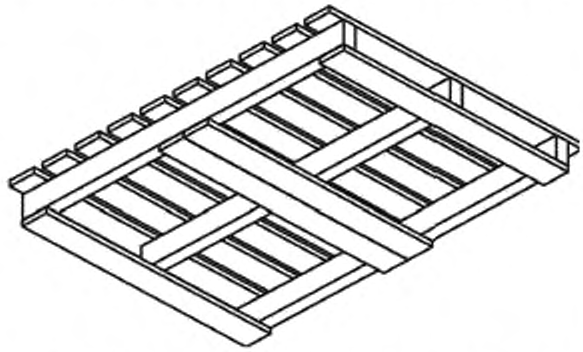

Рисунок 17 — Поддон с выступающим верхним настилом
3.18 **поддон с выступающим верхним настилом:** Поддон, у которого края верхнего настила выступают за наружные края продольных брусьев, шашек, стоек или продольных досок, а края нижнего настила совпадают с ними (см. рисунок 17).